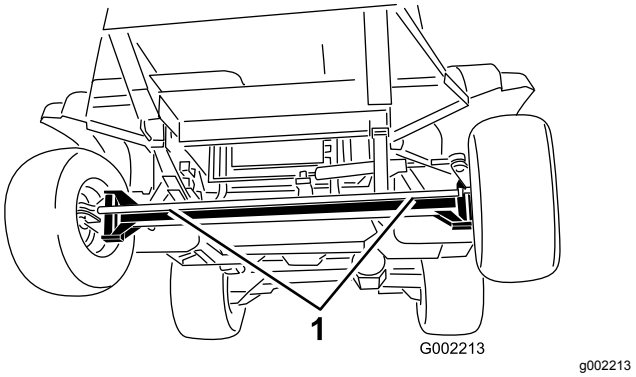
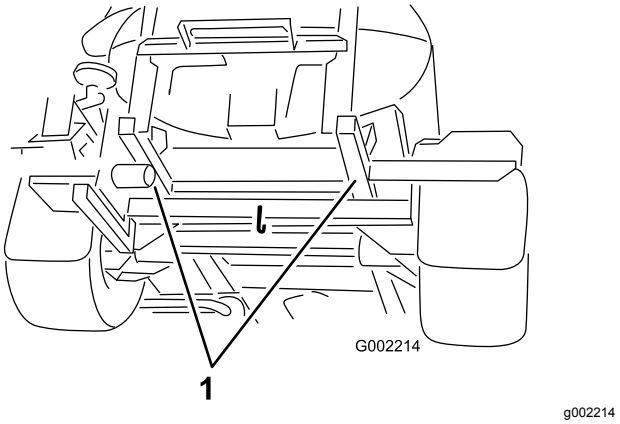

Рисунок 53
Рисунок 54
2. Прикрепите буксирный трос к раме; см. расположение передних и задних точек буксировки на Рисунок 53 и Рисунок 54.